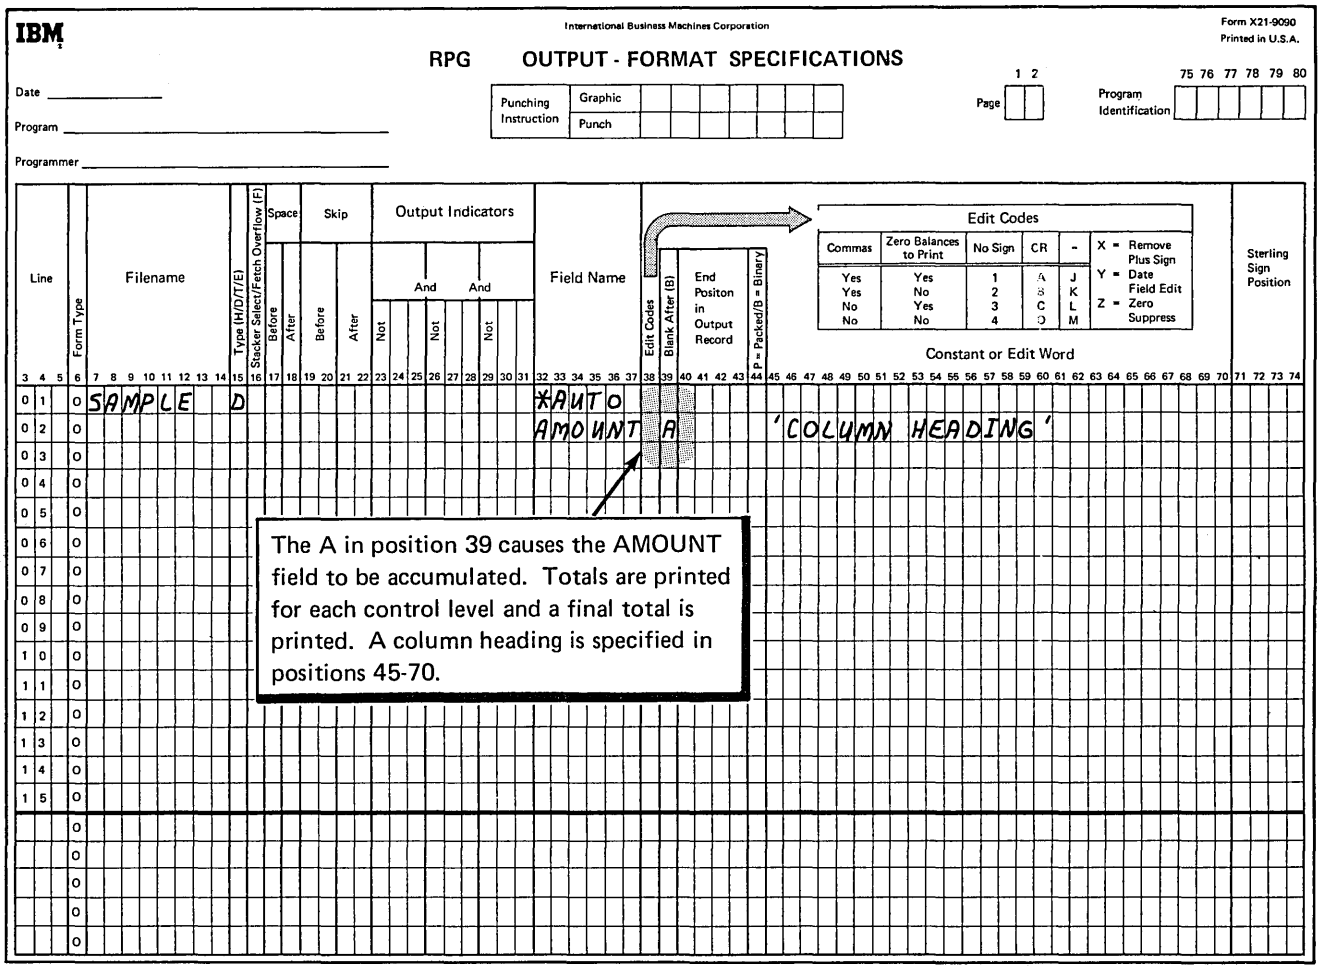

Figure 12. Describing a Field That is to be Accummulated.
Enter an A in position 39 of a field description specification following a D/T-*AUTO specification if you want Auto Report to accumulate and print totals for the field named in positions 32-37 (Figure 12). As many levels of totals are printed as you have defined in the Control Level entry (positions 59-60) on input specifications. A final total (LR) is also printed. (This process is called *total rolling.*)